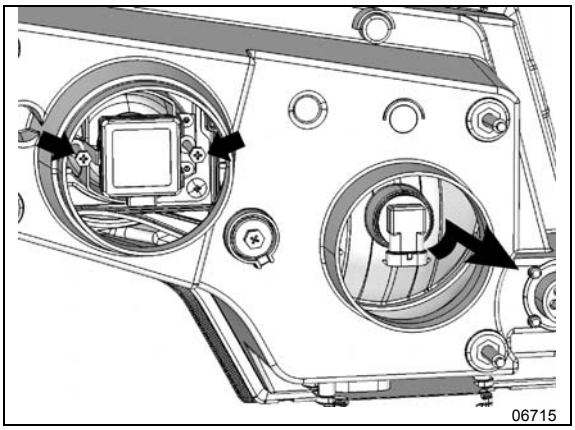

**FIGURE 25: HEADLIGHT ASSEMBLY REAR VIEW**
5. HALOGEN: turn the bulb base counterclockwise. XENON: Unscrew the Phillips head screws indicated by arrows, pull the retainer and bulb out (**FIGURE 25**).